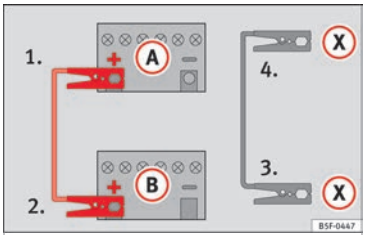

Fig. 69 Diagram of connections for vehicles with Start Stop system
4b. *For vehicles with Start-Stop system:* connect one end of the *black* jump lead (X) to a suitable ground terminal, to a solid piece of metal in the engine block, or to the engine block itself »» **Fig. 69**.
5. Connect the other end of the *black* jump lead (X) to a solid metal component bolted to the engine block or to the engine block itself of the vehicle with the flat battery. Do not connect it to a point near the battery (A).